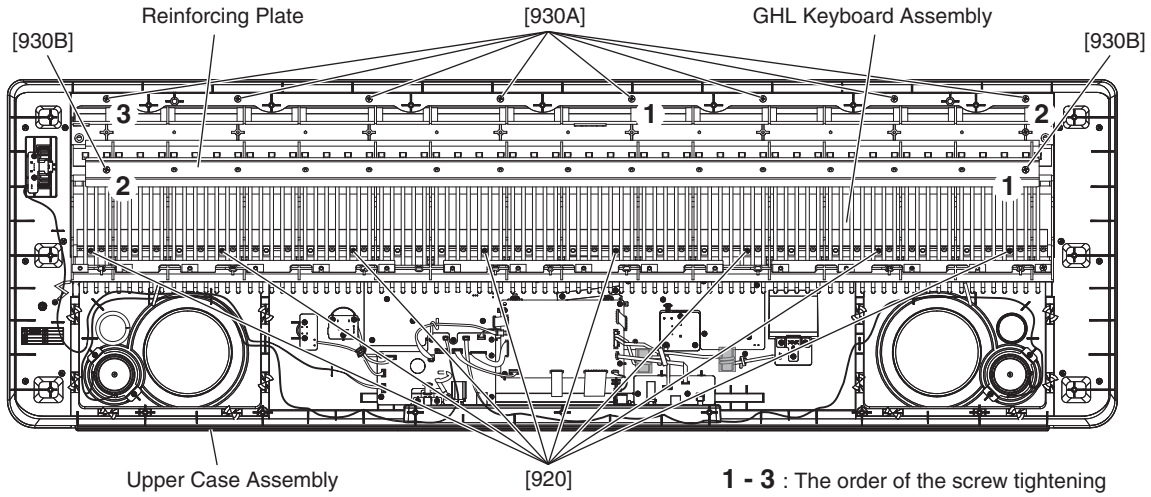

Fig.6
6-3 Remove the eight (8) screws marked [930A] and the eight (8) screws marked [920]. The GHL keyboard assembly can then be removed from the upper case assembly. (Fig.6)
6-4 When the GHL keyboard assembly is exchanged (not only removing), remove the two (2) screws marked [930B]. The reinforcing plate can then be removed from the GHL keyboard assembly. (Fig.6)
* ***When the reinforcing plate is assembled, tighten the screws marked [930B] in the order of 1 and 2. (Fig.6)***
* ***When the GHL keyboard assembly is assembled, tighten the screws marked [930A] in the order of 1, 2, 3 and the remaining screws. (Fig.6)***